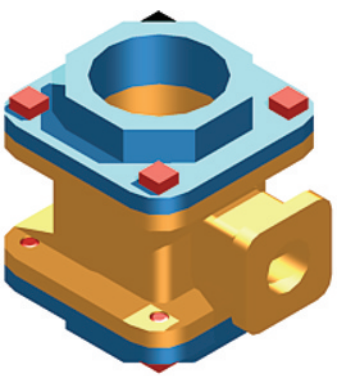

Fig. 17.9 Second example – **UCS** – steps **12** and **13** + rendering
Second example – UCS (Fig. 17.9)
13. In the **UCS** ***WORLD*** move the parts into their correct position relative to each other and with **Union** form a union of the two filleted rectangular extrusions and the main body. Then with **Subtract**, subtract the cylinder from the whole (Fig. 17.9).